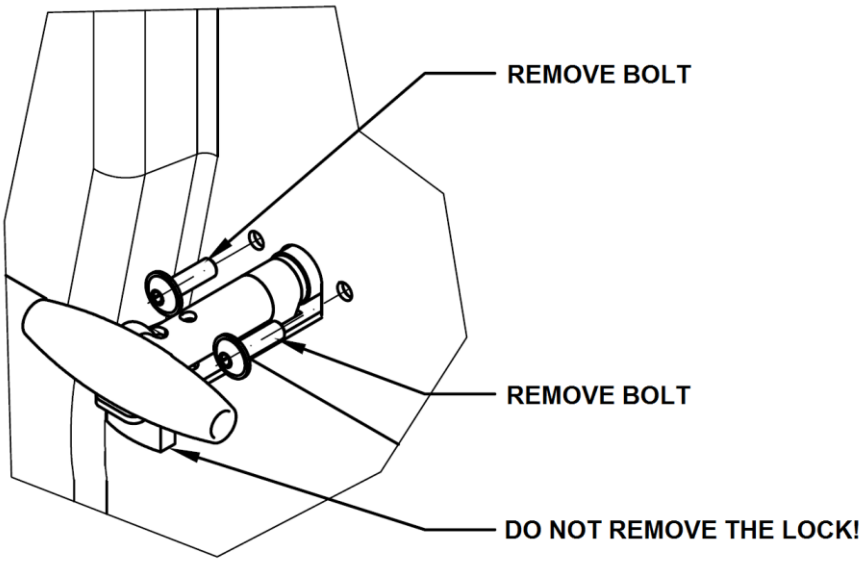

Figure 6
3.1. Remove the bolts (Figure 6). Do not remove the EPS actuator lock!